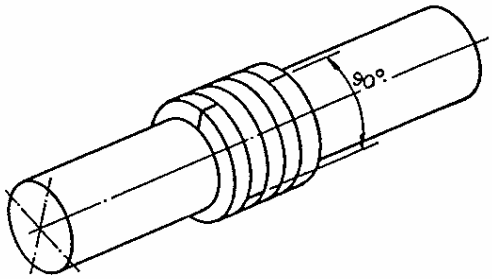

Fig. 15. Posição dos anéis defasados em 90º
- Proceder a montagem na seqüência inversa da desmontagem, introduzindo cada peça no interior da câmara com o auxilio do aperta gaxeta. Os anéis de gaxeta deverão ser montados com o corte defasado cerca de 90º um em relação ao outro (Fig.15).